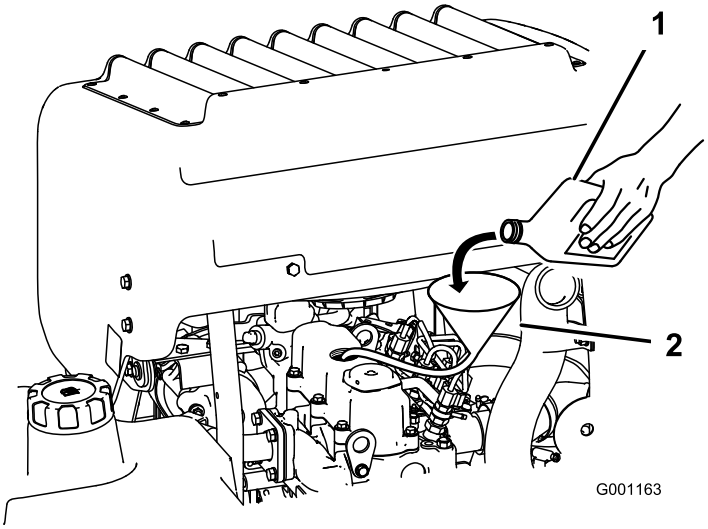

Rysunek 50
3. Aby dolać oleju do silnika, użyj węża i lejka do nalewania oleju (Rysunek 50).